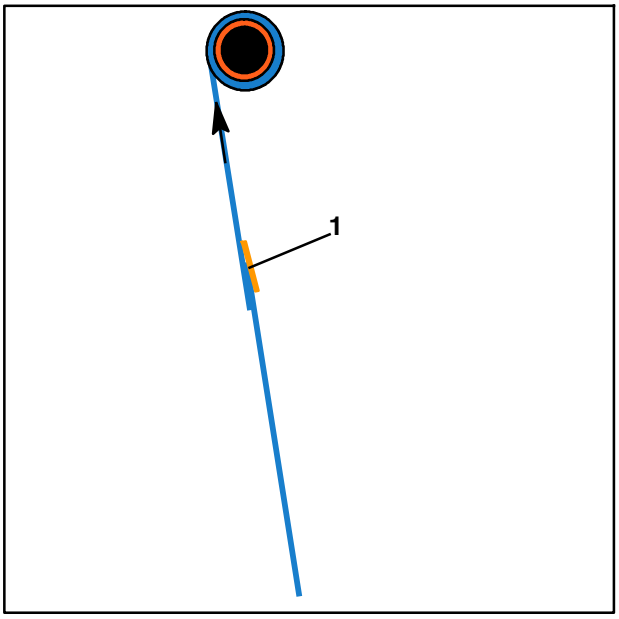
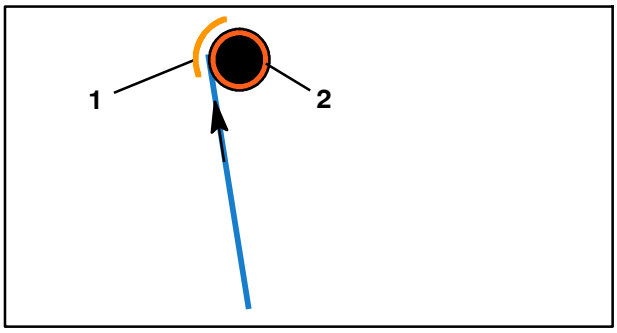

Fig. 208 Collure du côté verso avec du ruban adhésif simple face
Fig. 209 Collure sur le mandrin avec du ruban adhésif simple face
1. Faire chevaucher le début de la bande sur la fin de l'autre bande côté verso et l'y coller à l'aide de ruban adhésif simple face d'une largeur de 3 cm environ (Fig. 208/1) en évitant le plus possible de former des plis.
2. Poser le début de la bande sur le mandrin (Fig. 209/2) et le coller à l'aide de ruban adhésif simple face d'une largeur de 3 cm environ (Fig. 208/1) en évitant le plus possible de former des plis.